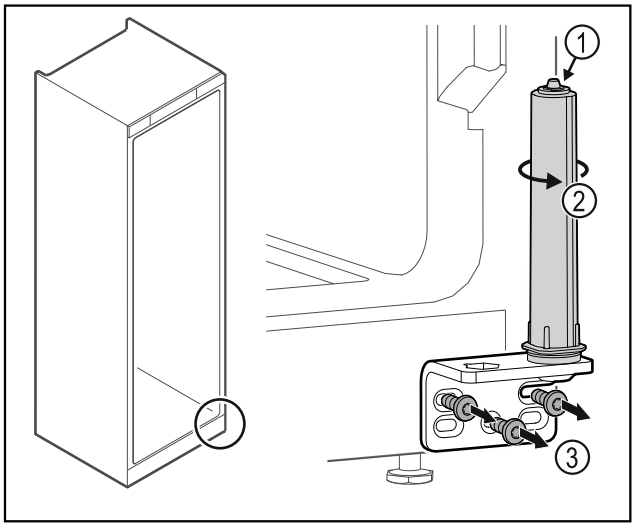

Fig. 27
▶ Nu dezasamblați sistemul de închidere al ușii *Fig. 27 (1)*.
▶ Rotiți *Fig. 27 (2)* sistemul de închidere, până când face clic.
▶ Deșurubați colțarul balamalei *Fig. 27 (3)*.